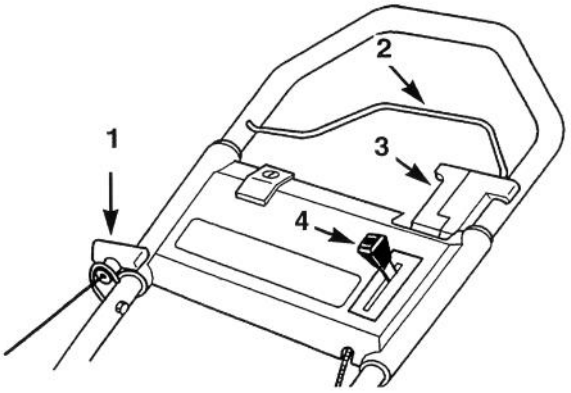

**Figure 2**
1. CONTROLS—Traction control (self-propelled model), throttle, engine kill control bar and fingertip starter are on the handle (Figure 2)